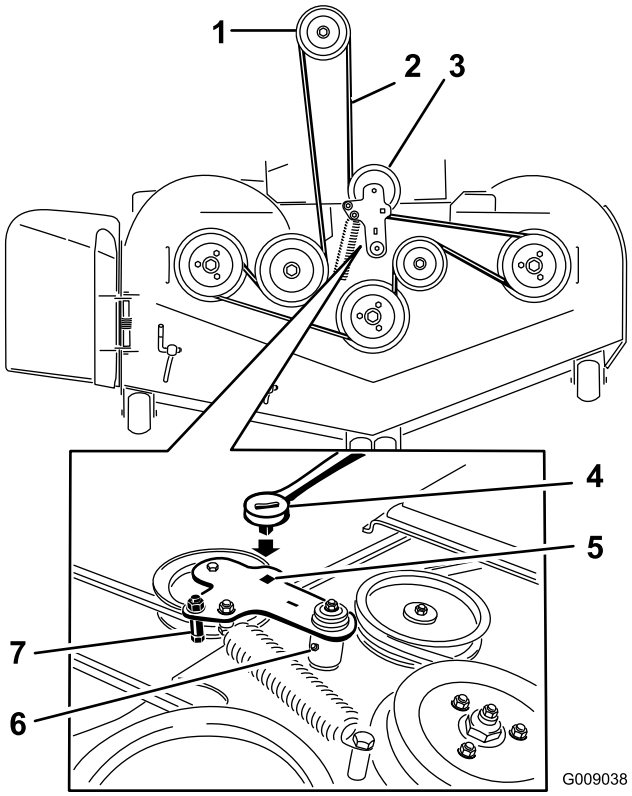

**Figur 74**
5. Brug en skralde i det firkantede hul i styrearmen for at fjerne spændingen på styrefjederen (Figur 74).
7. Fjern remstyret på den fjederbelastede styreremskivearm vist i Figur 74.
9. Før den nye rem rundt om plæneklipperens remskiver og koblingsremskiven under motoren (Figur 74).
10. Monter remstyret på styrearmen vist i Figur 74.
11. Monter styrefjederen ved at bruge skralden i det firkantede hul (Figur 74).